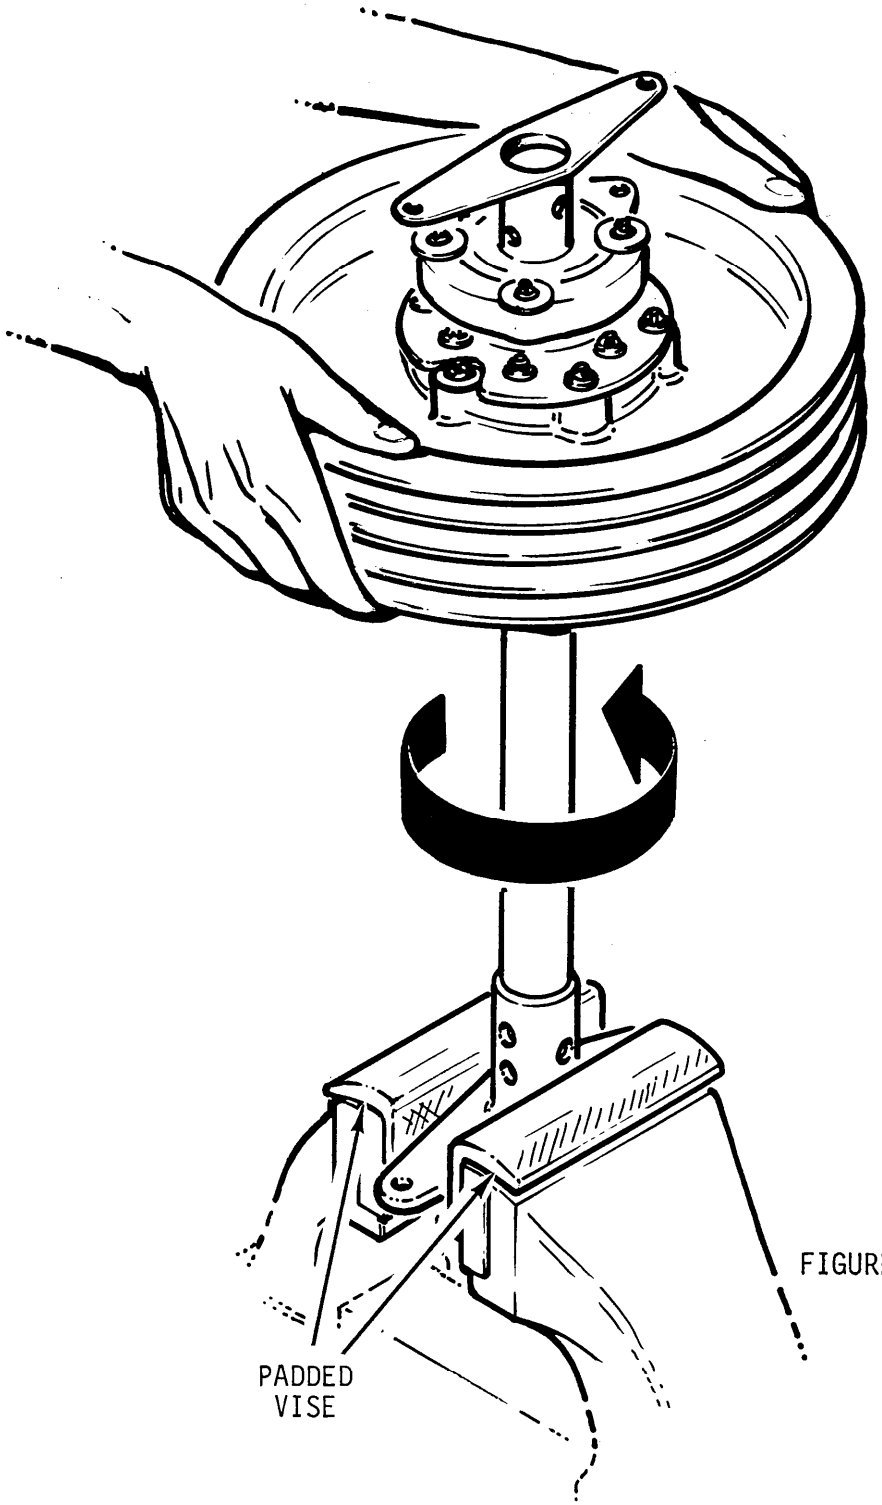

FIGURE 7-6B A907 YOKE REMOVAL
b. If a press is not available, apply penetrating oil to yoke-shaft juncture. Gently clamp A907 yoke in a padded vise per Figure 7-6B. Twist clutch shaft out of yoke by turning upper sheave. If difficulty is encountered, discontinue attempt and arrange use of press as described in preceding step.